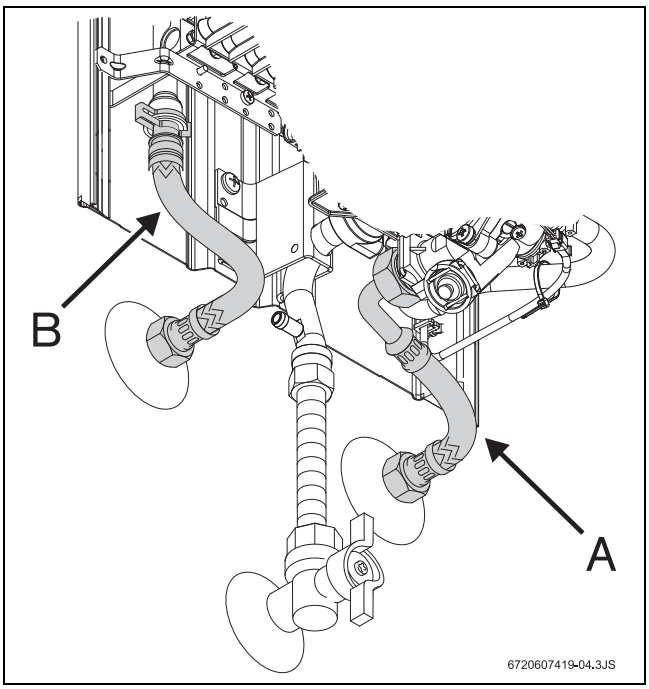

Rys. 5 Podłączanie wody
- W celu uniknięcia pomyłki odpowiednio zaznaczyć rurę zimnej (rys. 5, poz. A) i ciepłej wody (rys. 5, poz. B).